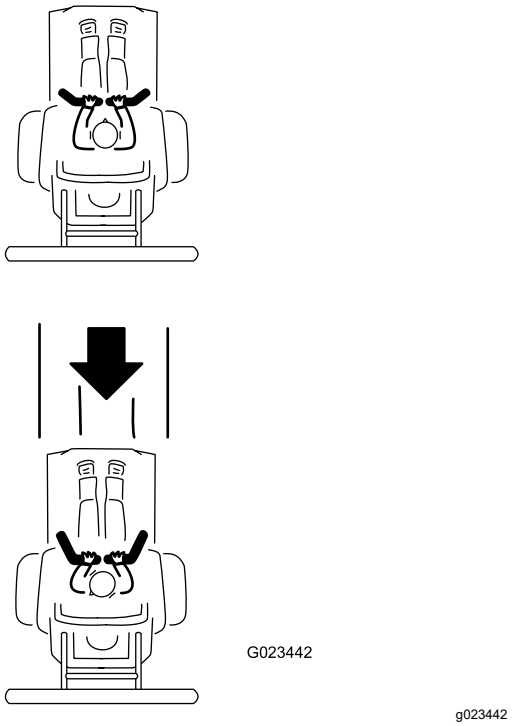

**Figuur 20**
3. Om achteruit te rijden, kijkt u achterom en trekt u de bedieningshendels langzaam naar achteren (Figuur 20).